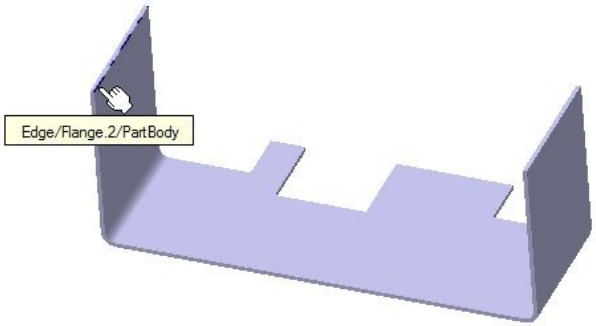

Figure 15-124 *Selecting the edge for creating the flange*
d. Add flanges to the right and left ends of the flanges of the top feature, refer to Figures 15-124 through 15-126.
3. Select the edge of the base wall, as shown in Figure 15-124.